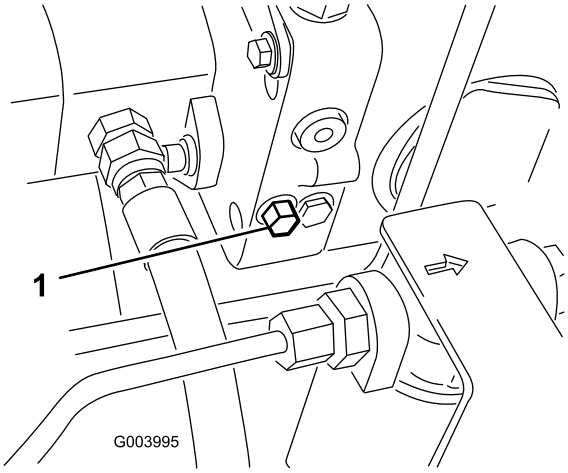

Figur 39
1. Förbikopplingsventilen sitter till vänster om hydrostaten (Figur 39). Vrid bulten 1,5 varv för att öppna ventilen och låta olja avledas internt.